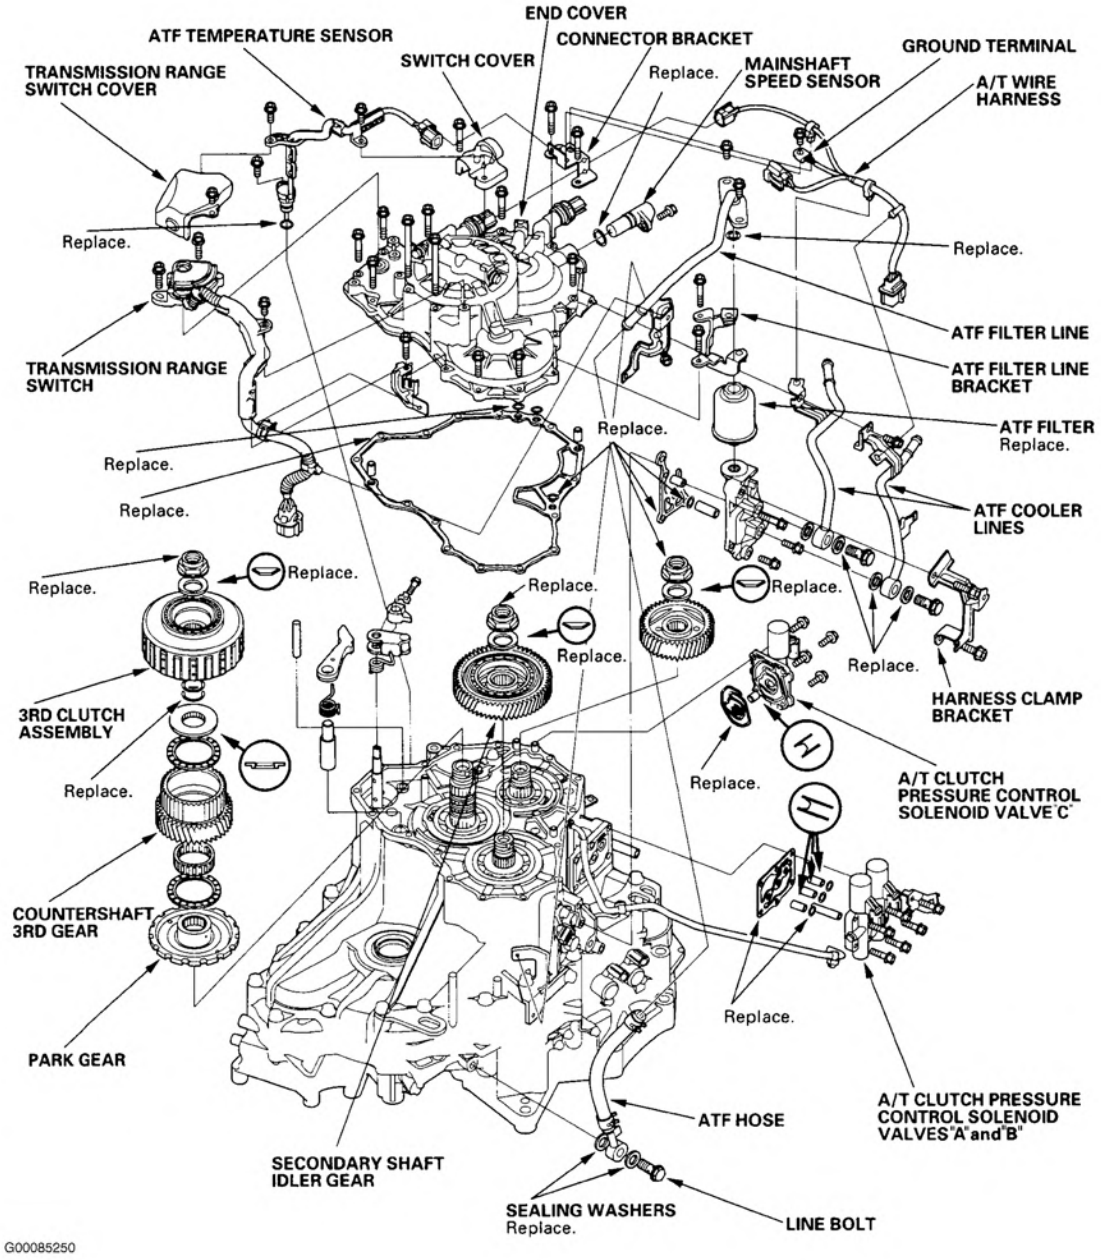
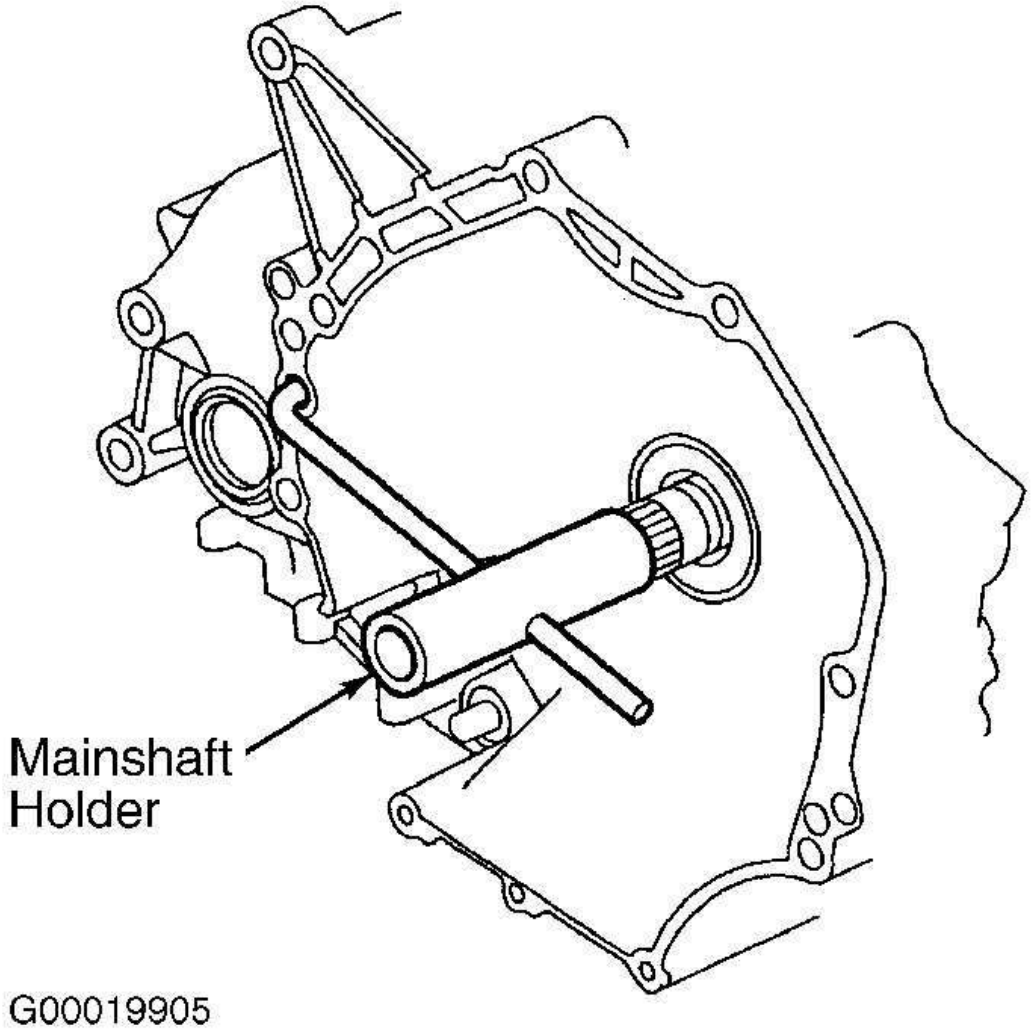

Fig. 2: Exploded View Of End Cover, Idler Gear & 3rd Clutch
Fig. 3: Securing Mainshaft With Holder
NOTE: **To assist in disassembly of transaxle, refer to illustration. See Fig. 2 . Letter references in parenthesis are identified in the following illustrations.**
4. Remove the mainshaft speed sensor. See **Fig. 2** .
7. Remove the harness clamp bracket, ATF cooler line bolts (2), and lines.
12. Slip the holder onto the mainshaft. See **Fig. 3** .